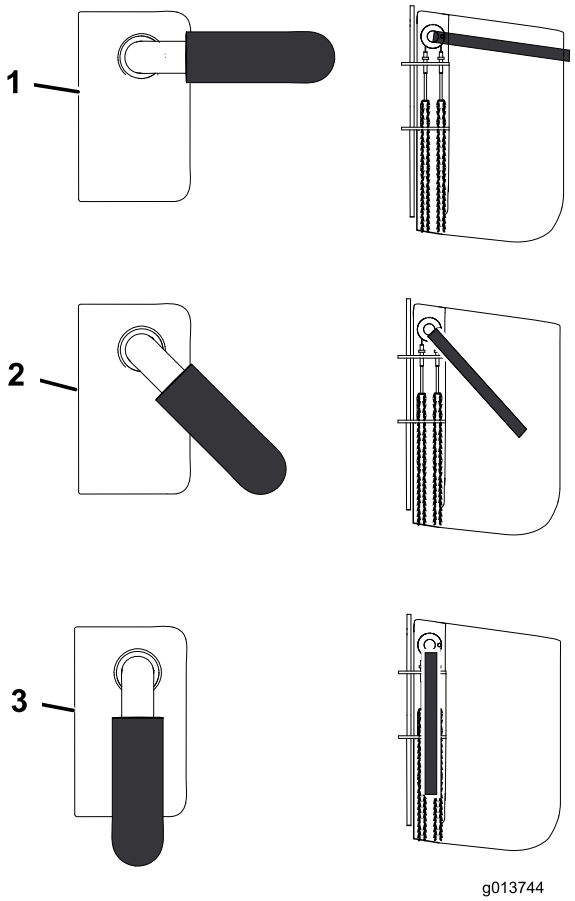

Figure 7
- Tournez la poignée du volet à la position complètement ouverte pour éjecter les déchets d'herbe (Figure 7).
- Tournez la poignée à 45 degrés pour dévier l'herbe éjectée (Figure 7).
- Tournez la poignée à la position fermée pour arrêter les déchets d'herbe (Figure 7).